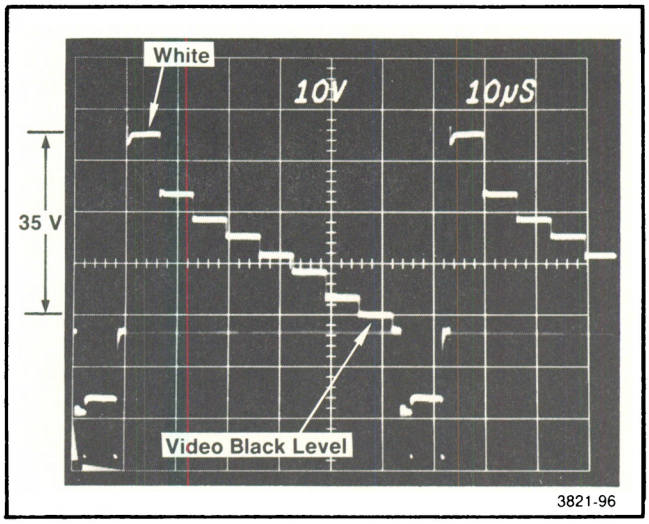

Fig. 7-27. Proper output video amplitude at TP437 on A12.
e. ADJUST—R591 (Red Gain) on A13A1 so that the video amplitude is 35 V peak-to-peak as shown in Fig. 7-27. Video amplitude is black level to white.